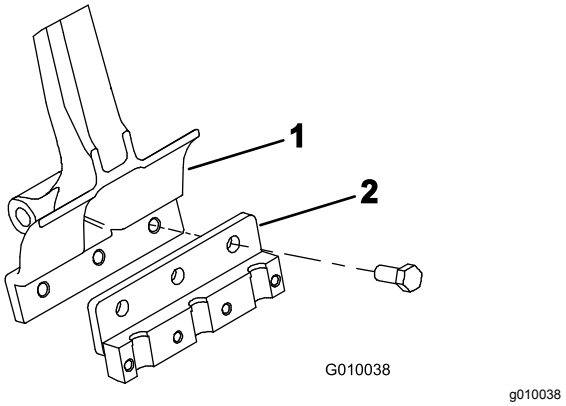

Figur 23
3. Monter en tineholder på hver tinearm med 3 bolte (½ x 1¼ tommer) (Figur 23). Tilspænd boltene til et moment på 101,6 N·m.